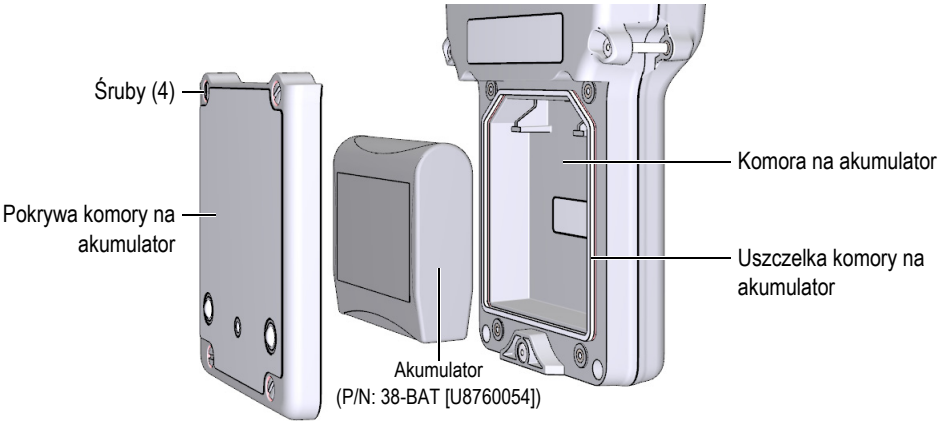

Rysunek 2-4 Otwieranie komory na akumulator
Akumulator znajduje się w komorze dostępnej od tyłu przyrządu 39DL PLUS (patrz Rysunek 2-4 na stronie 56).
6. Wykręć cztery śruby pokrywy komory na akumulator z tyłu przyrządu (patrz Rysunek 2-4 na stronie 56).